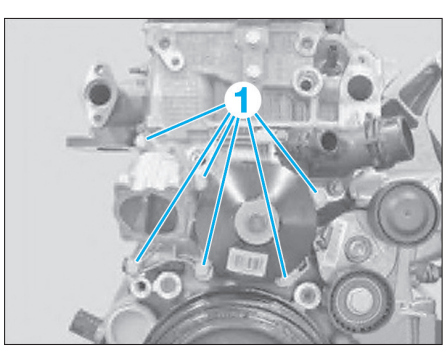

Fig. 44
- les vis (1) et dégager la pompe à eau **(Fig.44)**.